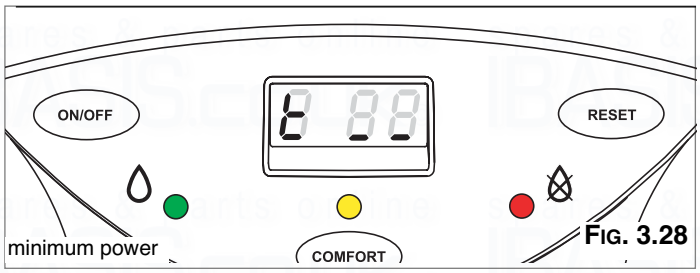
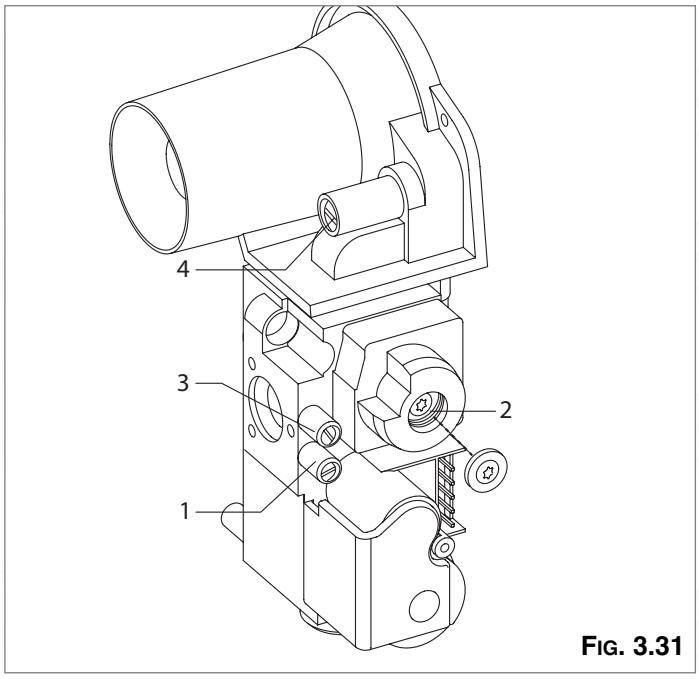

Fig. 3.28
Fig. 3.31
To select operation at minimum power, press the programming key ⊖, two dashes will appear at the bottom of the right-hand display (see Fig. 3.28). This function is disabled when you press the reset key **"H"** to quit the adjustments menu.
b - by pressing the ⊖ key, the boiler is forced to operate at minimum power, two dashes appear at the bottom of the right-hand display (Fig. 3.28). This function is disabled by pressing the reset key.
1. Loosen screw "**1**" (Fig. 3.31) and connect the pressure gauge connection pipe into the test point.
2. Set the boiler to minimum power via the test function (see paragraph 3.6.1) or by pressing the RESET button for 5 seconds and then pressing the ⊖ button on the control panel, ensure the dashes are at the bottom of the display (see Fig. 3.28). Ensure the CO_2 value on the analyser corresponds with the value indicated in table 4D. If this is not the case, adjust screw **"2"** (Fig.3.31) with a screwdriver in small intervals, allowing the reading to become stable before adjusting further, until you obtain the correct CO_2 reading. Allow the reading to become stable for at least 4 minutes.
3. When the check is over, replace the cap on screw "**2**" (Fig. 3.31).
Ensure the CO_2 value on the analyser corresponds with the value indicated in table 4D. If this is not the case, adjust screw "**4**" with a screwdriver in small intervals allowing the analyser reading to stabilise before adjusting further (Fig. 3.31), until you obtain the correct CO_2 reading. Allow the reading to become stable for at least 4 minutes.